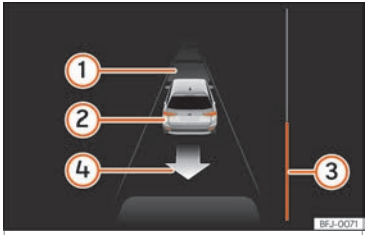

Fig. 284 En la pantalla del cuadro de instrumentos: desaparcar de un hueco en línea.
Leyenda de la **fig. 284**:
La barra de progreso ››› **fig. 284** ③ indica la distancia que hay que recorrer ››› **pág. 334**.